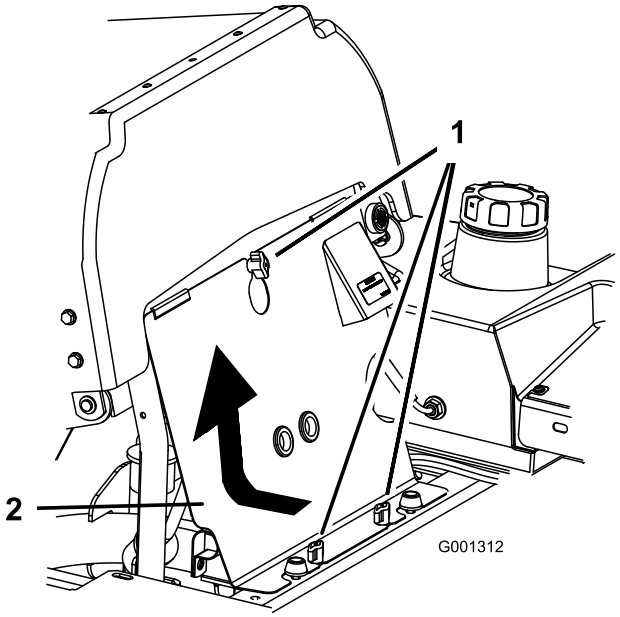

Figur 67
3. Løsn grebene på motorens frontpanel, og fjern panelet (Figur 67).